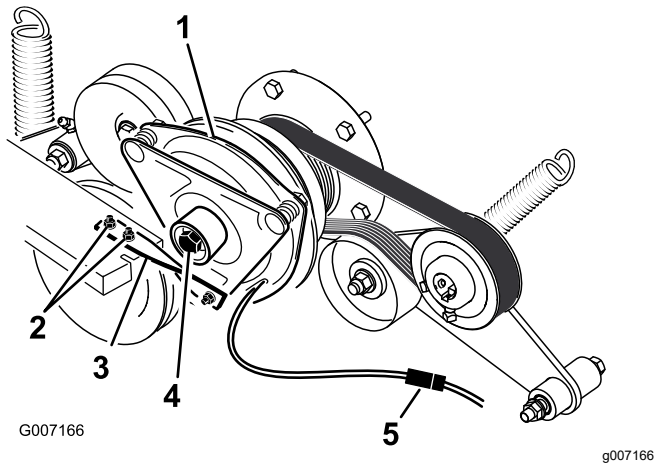

Figur 77
6. Koppla ur kopplingens elektriska kontakt (Figur 77).
7. Lossa de två skruvarna som fäster gummikopplingsremmen på klipparramen (Figur 77).
8. Lossa centrumbulten som fäster kopplingen vid motoraxeln och ta bort kopplingen och nyckeln (Figur 77).
15. Håll i vevaxeln på maskinens baksida, fäst centrumbulten och dra åt den till 68 Nm (Figur 77).
16. Montera gummikopplingsremmen på klipparens ram med de två bultar och muttrar som du tog bort tidigare (Figur 77).
18. Koppla in kopplingens elektriska kontakt (Figur 77).